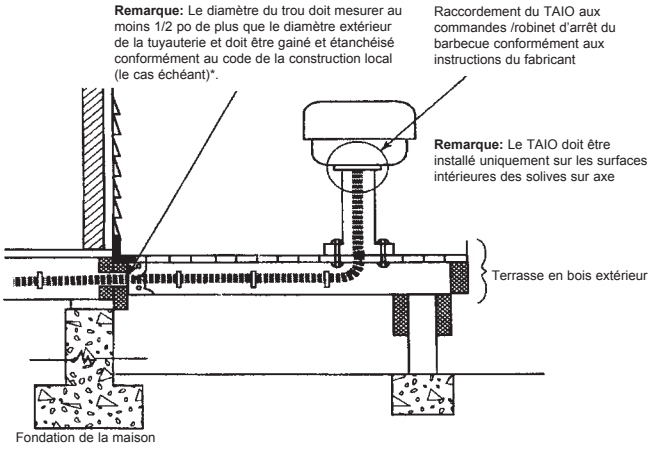

Figure: 4-20
2. Les barbecues fixes montés sur terrasse doivent être raccordés au système ***TracPipe®*** comme le montre la Figure : 4-20 et selon les directives de ce guide. La partie extérieure de la canalisation doit être fixée à un support monté sur le côté de l'une des solives intérieures de la terrasse. Si la surface de la terrasse se situe au-dessous du dessus de la fondation, toutes les parties exposées de la canalisation doivent être protégées au moyen d'un conduit étanche non métallique.
3. Les luminaires fixés de manière permanente sur terrasse doivent être raccordés au système de tuyauterie de la même manière que les barbecues fixes comme cela est illustré dans la Figure : 4-20 et conformément aux directives du fabricant.